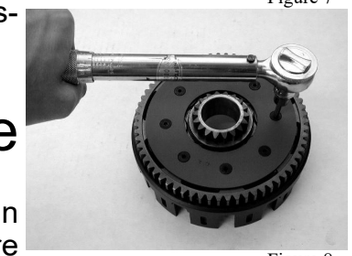

Figure 8
- Install the new retainer plate with the new 10X24-5/8" screws and tighten them to 3.3 ft/lbs (Figure 8)